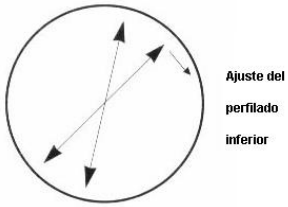

fig. 19
e) Asegúrese que la piscina es redonda antes de empezar el siguiente paso, fig. 19. compruebe que las guías forman un círculo exacto y que se adapta a la circunferencia dibujada anteriormente en el paso PREPARACIÓN DEL TERRENO.